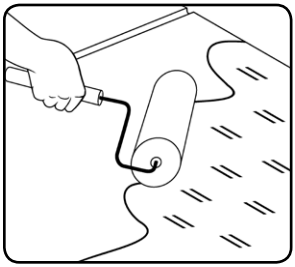

fig. 3
-Limpiar bien el suelo e imprimar con una imprimación adecuada (Ver fig. 3).